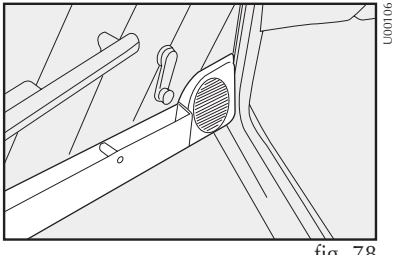

fig. 78
- altoparlante en la puerta delantera derecha **fig. 78**;